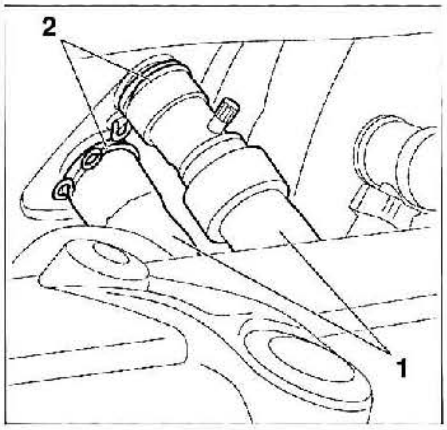

FIG. 21
• Colocar unas pinzas en los manguitos (1) de refrigeración motor, a la entrada de la caja de calefacción, a la altura del salpicadero en el compartimento motor **(fig. 21).**
• Desmontar los clips de sujeción (2) y desconectar los manguitos (1) del radiador de calefacción.